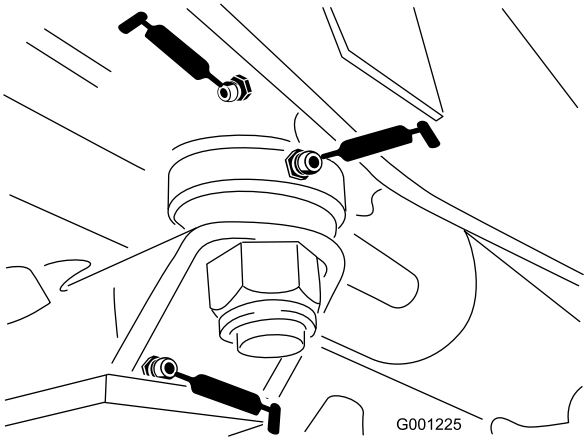

Figuur 44
- Lagerbussen van stuurplaat (Figuur 44)
- Lagerbus van aspen (Figuur 44)